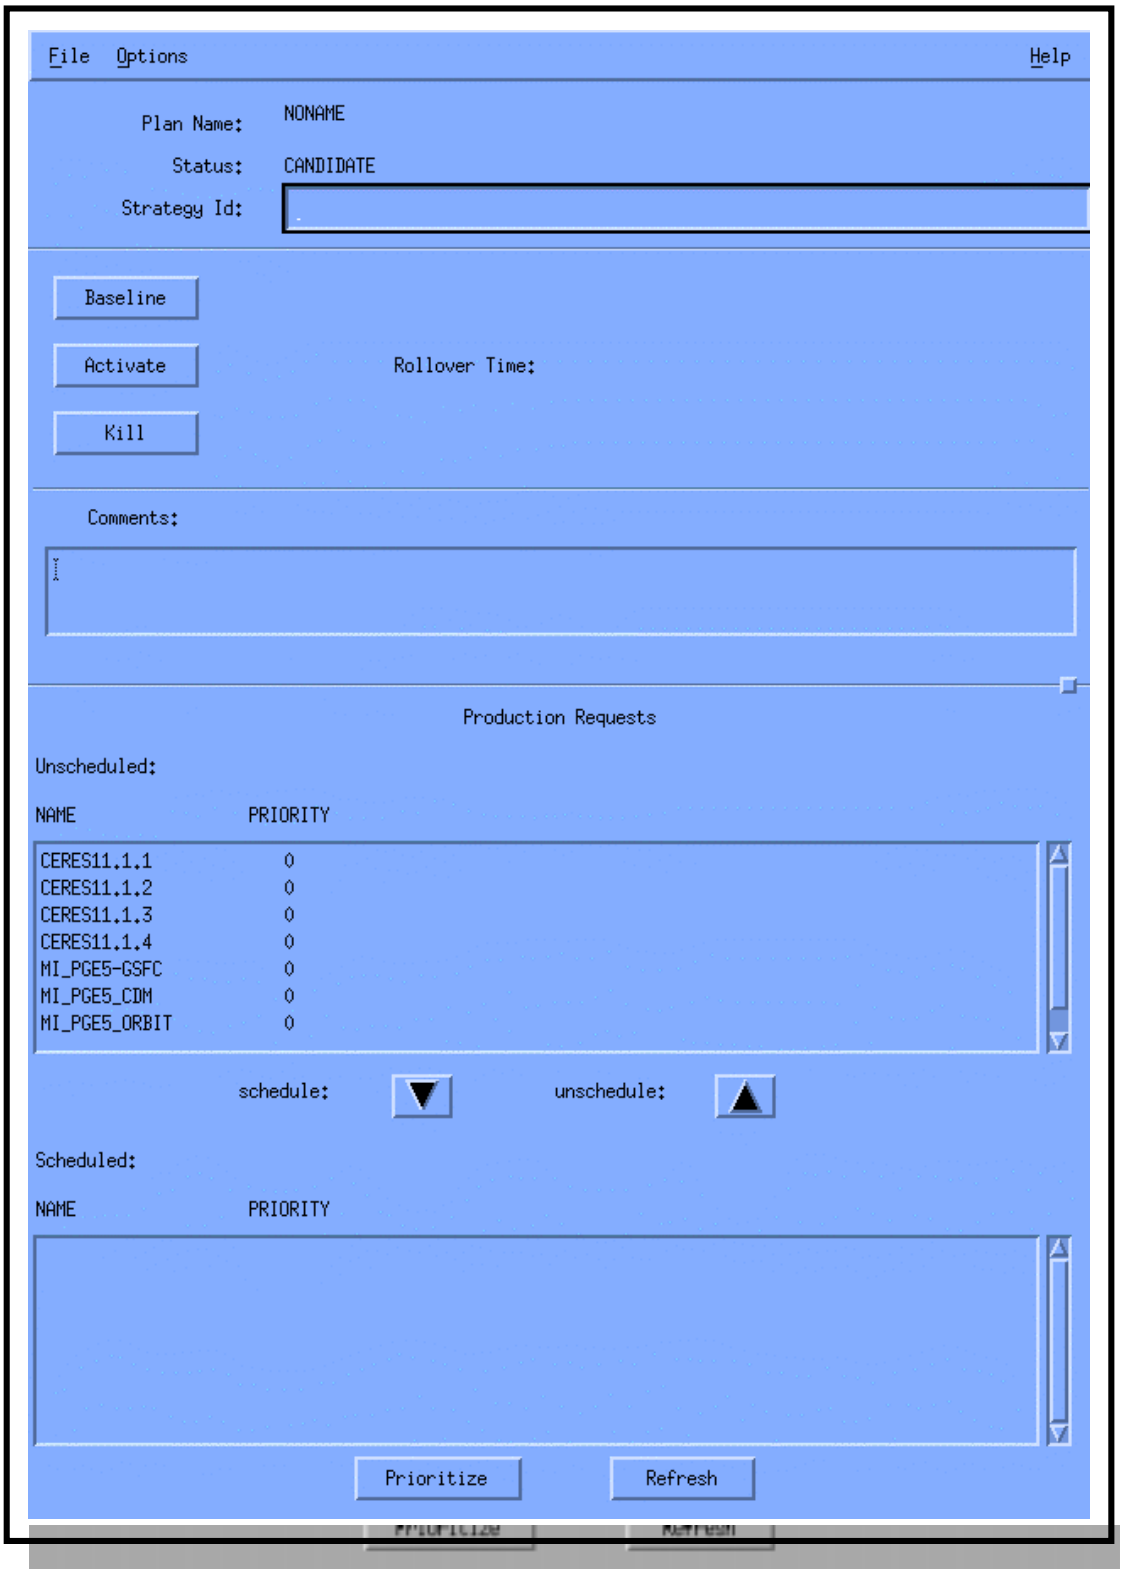

Figure 41. Planning Workbench GUI.
- **Planning Workbench** GUI is displayed (Figure 41)